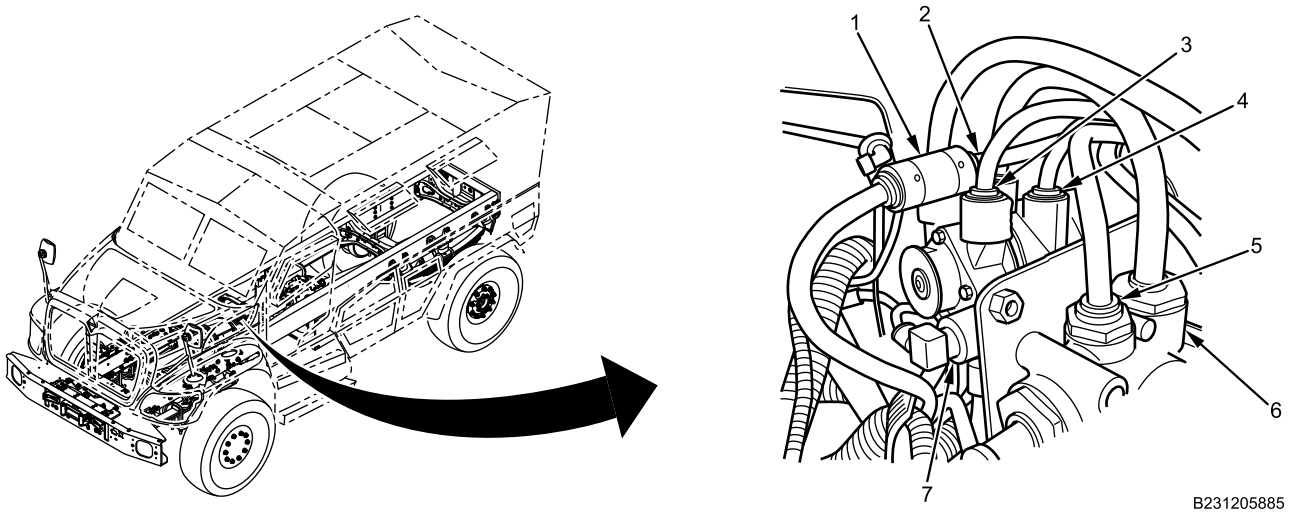

Figure 1. Dual Brake Valve and Tractor Protection Valve Upper Air Lines.
1. Disconnect exhaust air line union (Figure 1, Item 1) from BLACK exhaust line (Figure 1, Item 2).
2. Disconnect ORANGE supply air line (Figure 1, Item 3) and GREEN supply air line (Figure 1, Item 4) from dual brake valve (Figure 1, Item 7).
3. Disconnect BLUE stoplight switch supply air line (Figure 1, Item 5) from tractor protection valve (Figure 1, Item 6).